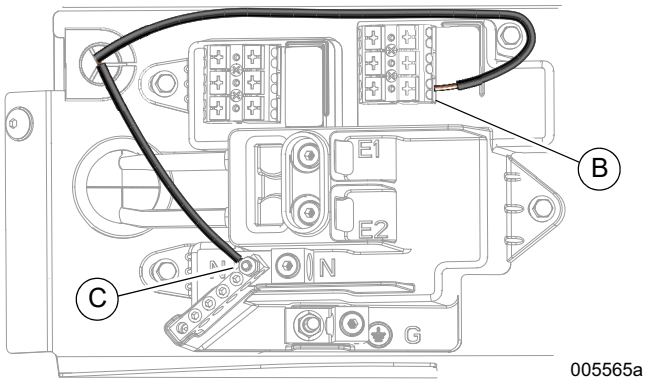

Figura 13. Bloque de terminales de detección de entrada
2. Consulte la ***Figura 13***. Conecte los cables conductores del calentador al terminal T1 (B) y al perno neutro (C) tal y como se muestra.